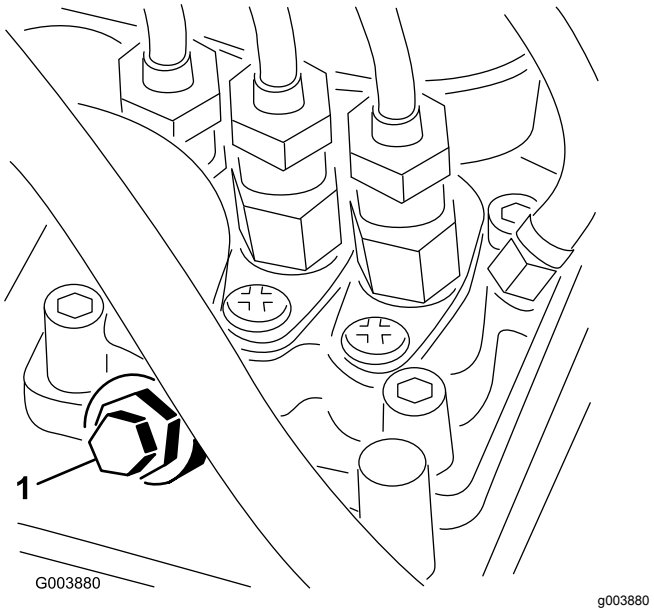

**Figure 36**
4. Open the air-bleed screw on the fuel-injection pump (Figure 36).